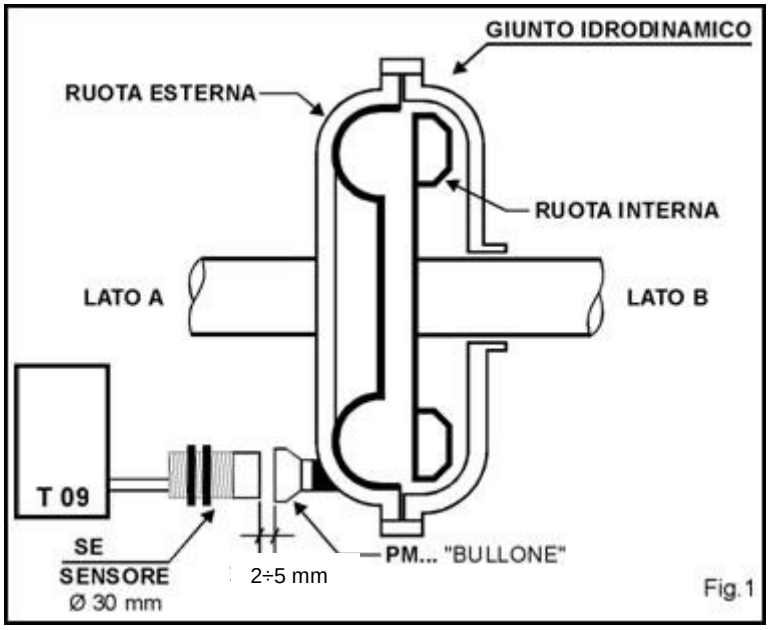

Fig.1
- TB09... :"BULLONE", generatore di impulsi per il SENSORE Si veda Fig.1.
Come indicato in fig. 1, il Bullone è montato sulla "ruota esterna" "Lato A", in un foro in collegamento con l'interno del GIUNTO, quindi in contatto con l'olio interno al giunto.